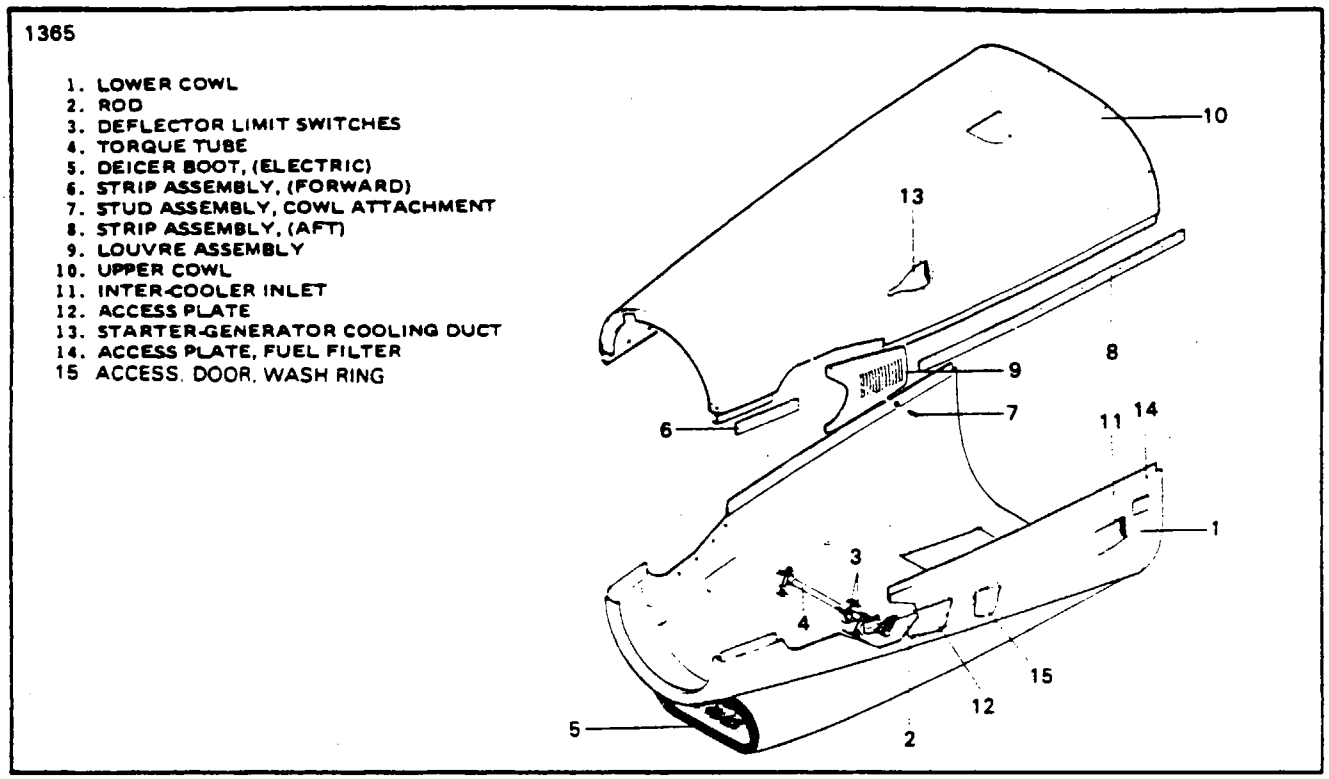

Figure 8A-1. Engine Cowling
8A-5. REMOVAL OF ENGINE COWLING. (Refer to Figure 8A-1.) The procedure for removing the engine cowling is the same for either engine.
8A-7. INSTALLATION OF ENGINE COWLING. (Refer to Figure 8A-1.) The procedure for installing the cowl is the same for either engine.
8A-9. REMOVAL OF ICE DEFLECTOR DOOR TRANSMISSION. (Refer to Figure 8A-2.) To remove the transmission from the aircraft, the following procedure may be used:
8A-10. CLEANING, INSPECTION AND REPAIR OF ICE DEFLECTOR DOOR. Refer to Transmission Figure 8A-2.
c. Inspect the transmission screw shaft (24) for back lash by the following procedure.
1. Disconnect transmission from Ice Deflector Door torque tube lever (10).
2. Clamp a pliers (vise grips) using light pressure on the transmission screw shaft (24). Refer to figure 8A-2.
d. Check transmission sleeve (13), screw shaft (24), and rod end (26) for distortion.
e. Check brake solenoid assembly (27) for any excessive wear, broken parts, and sticking or burned out solenoid